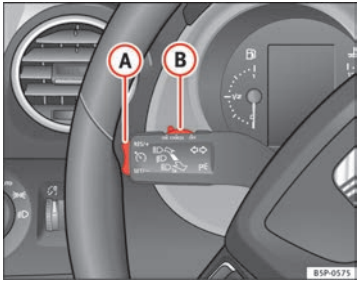

Fig. 151 Turn signal and main beam headlight lever: switch and rocker switch for the cruise control
– Press the upper part **RES/+** of the rocker switch ⇒ Fig. 151 (A) to increase the speed. The vehicle will continue to accelerate as long as you keep the rocker switch pressed. When you release the switch, the new speed is stored.
Cruise control is switched off if you reduce speed by depressing the brake pedal. You can reactivate the control by pressing once on the upper part of the rocker switch **RES/+** ⇒ Fig. 151 (A).